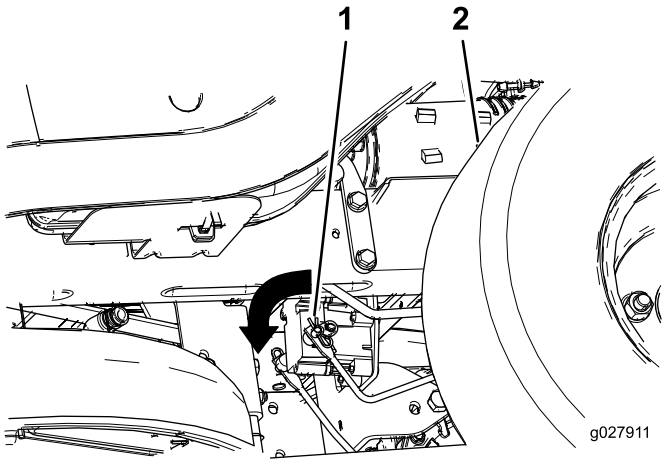

Figur 51
2. Lokalisera elbromsens axel där bromsens länkarmar har anslutits (Figur 51).